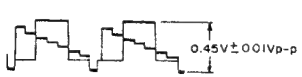

Fig. 4-106
(4) Emphassis Input Level Adjustment (Figs. 4-106, 4-151)